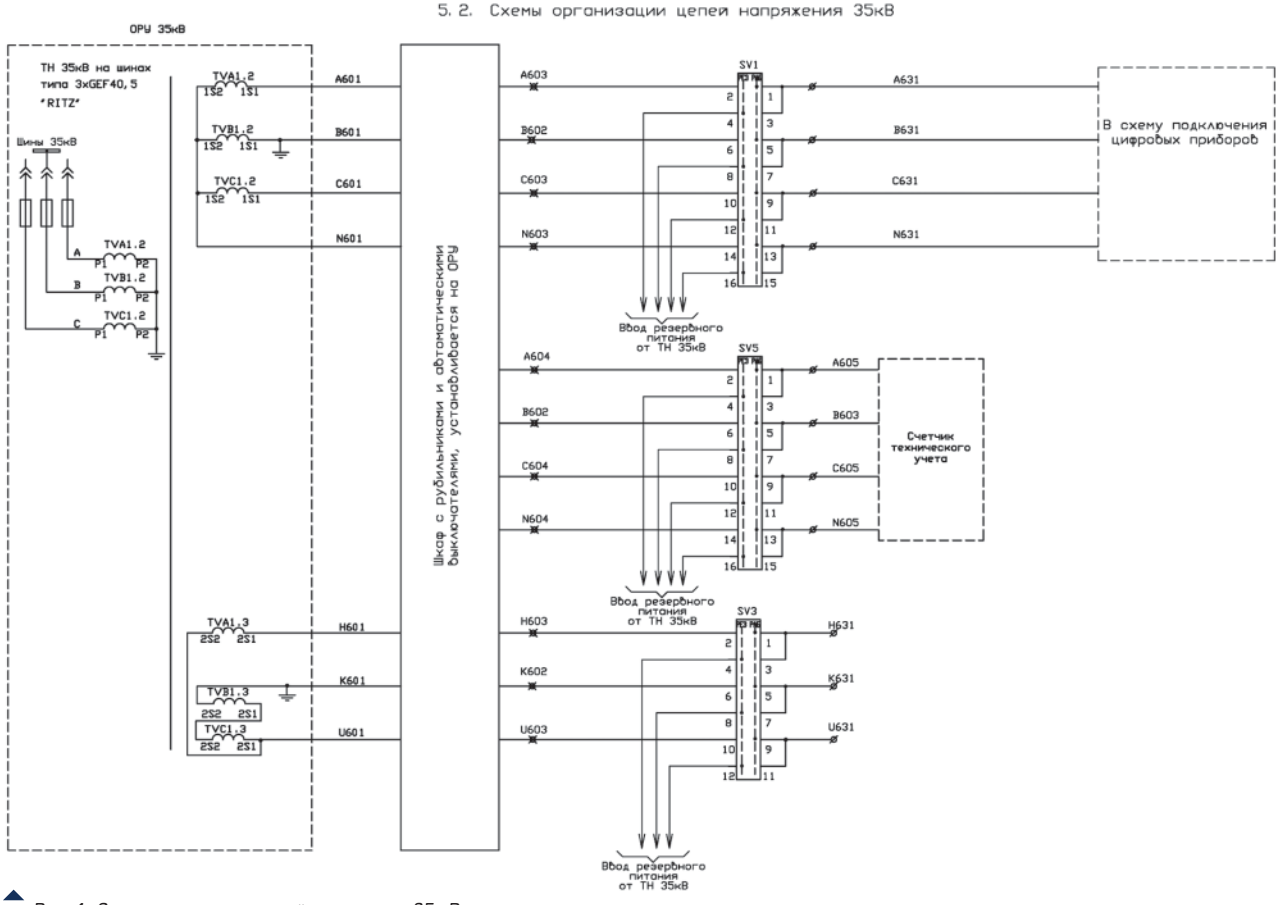

Рис. 1. Схема организации цепей напряжения 35 кВ
Приведены схемы организации на подстанциях цепей напряжения 6 (10 кВ), 35 кВ, 110 (220) кВ. В качестве примера на рис. 1 показана схема организации цепей напряжения 35 кВ.